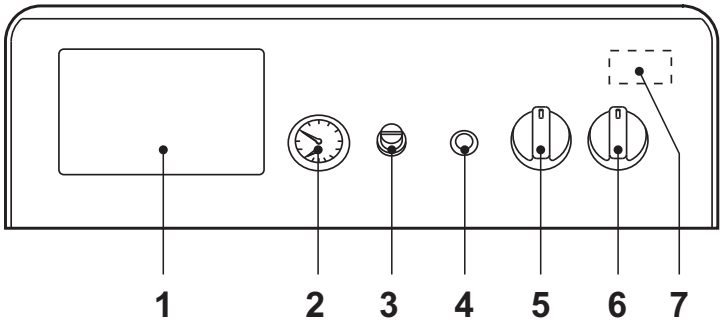

рис. 1 - Панель управления
- Установите главный выключатель **"6"** в положение **1** (рис. 1).
- Если котел оборудован электронным термостатическим блоком управления, установленным в положении **1** на рис. 1, пользователь должен также соблюдать инструкции, предоставляемые изготовителем данного блока.
Повернув рукоятку **5** на рис. 1 по часовой стрелке, температура воды в системе отопления повышается и наоборот. Температуру воды в системе отопления можно регулировать в пределах от 30° до 90°. Однако не рекомендуется эксплуатировать котел при температуре ниже 45°.
Задайте с помощью термостата температуры воздуха в помещении нужную температуру внутри помещения. По команде от комнатного термостата котел нагревает воду в системе отопления до температуры, заданной с помощью термостата регулировки котла **5** de рис. 1. При достижении в помещении желаемой температуры котел выключается.
При заполнении холодной системы отопления, давление воды, контролируемое по показаниям установленного на котле водомера поз. **2** на рис. 1, должно составлять примерно 1,0 бар. Если во время работы давление воды в системе упало (из-за испарения растворенных в воде газов) до величины ниже вышеуказанного минимума, пользователь должен открыть кран подачи воды и довести давление до первоначального значения. По окончанию операции всегда закрывайте кран подачи воды.